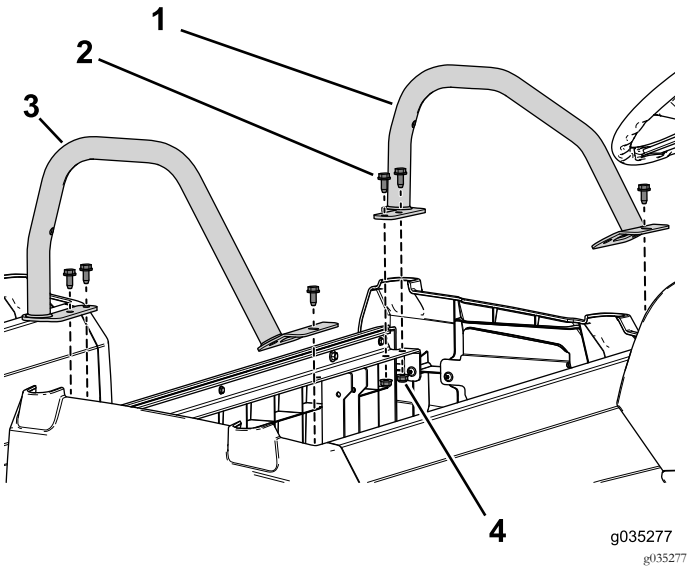

Figur 96
7. Sätt fast de vänstra och högra höftskydden på sätessockeln med sex flänsskruvar (3/16 x 3/4 tum) och flänsmuttrarna (Figur 96).